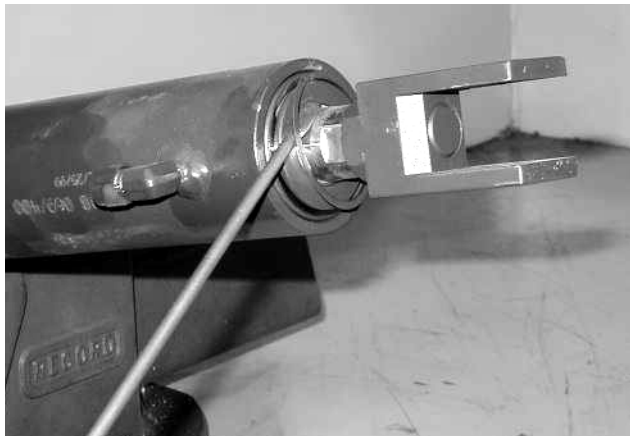

Figure 7-227: Removing External Lock Ring
3. Remove the external lock ring. See Figure 7-227.